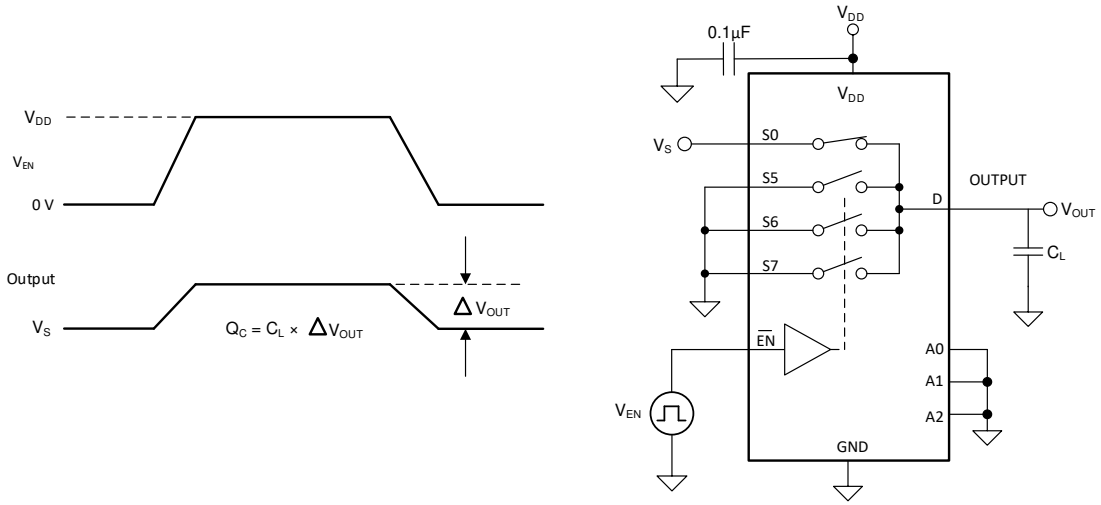

**图 8-7. Charge-Injection Measurement Setup**
The TMUX1308 and TMUX1309 device have a transmission-gate topology. Any mismatch in capacitance between the NMOS and PMOS transistors results in a charge injected into the drain or source during the falling or rising edge of the gate signal. The amount of charge injected into the source or drain of the device is known as charge injection, and is denoted by the symbol $Q_C$. 图 8-7 shows the setup used to measure charge injection from source (Sx) to drain (D).